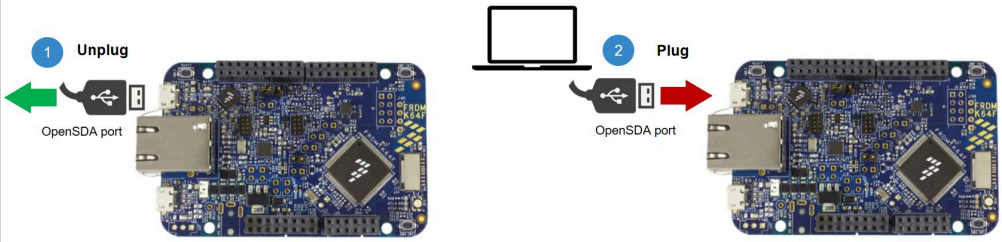

Figure 23. Unplug and plug OpenSDA port
1. Unplug and plug again the USB cable to the openSDA USB port as shown in Figure 23: